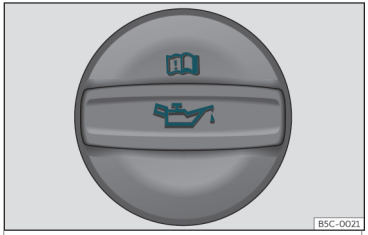

Fig. 187 Tapón de la boca de llenado de aceite del motor en el vano motor.
- Desenrosque el tapón de la boca de llenado de aceite del motor››› **fig. 187**.